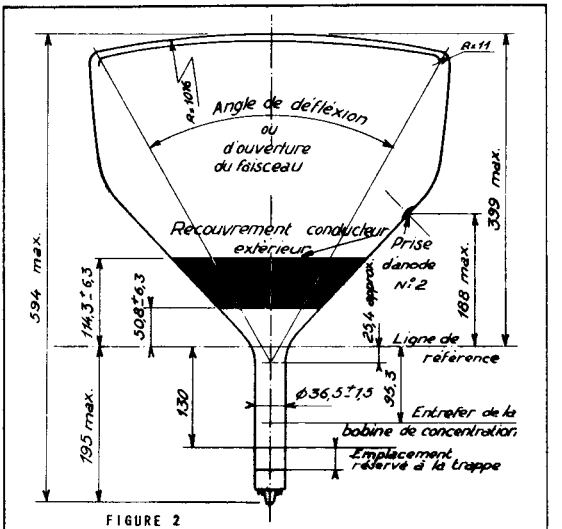

FIGURE 2
Encombrement *(voir figure 2)*	R.75-DC.1
Diagonale de l'écran *(voir figure 2)*	542 mm max.
La prise d'anode N°2 est située sur une des petites faces de l'ampoule, dans le plan méridien passant par les broches 6 et 12 (à ± 30° près) et du côté de la broche 6 (voir figure 2).
- FIGURE 2 -